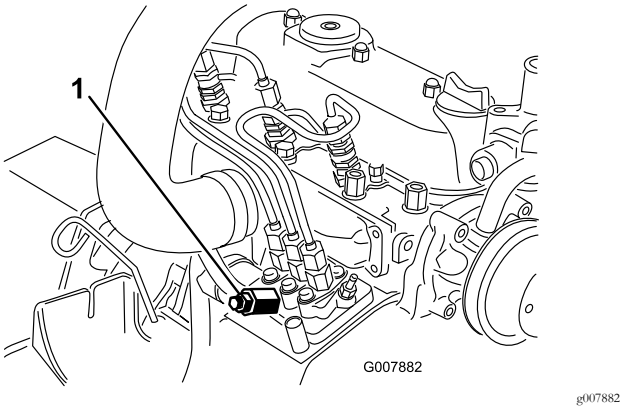

Figuur 41
3. Leg een doek onder de ontluchtschroef op de brandstofinjectiepomp en draai deze open (Figuur 41).